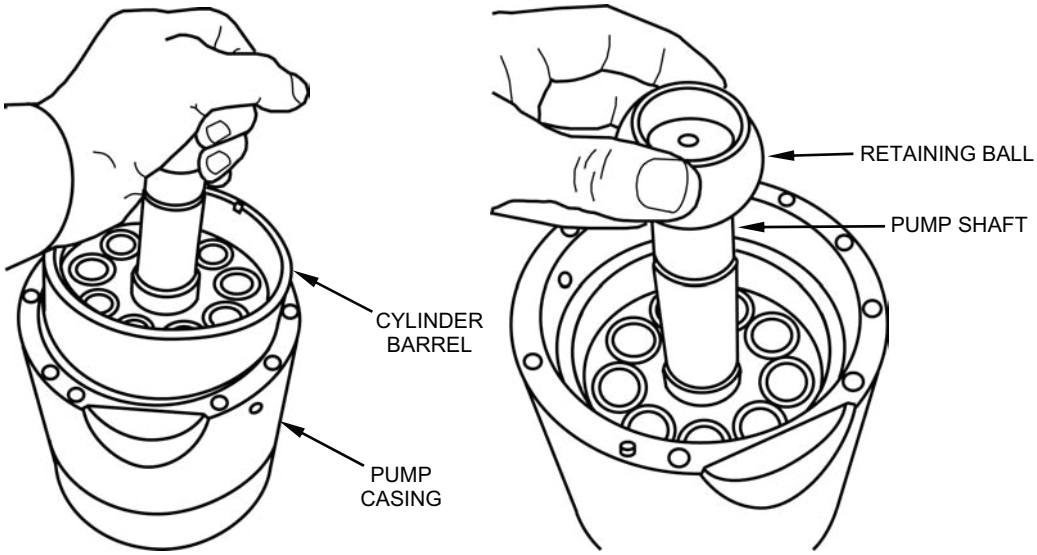

Figure 33. Installing the Cylinder Barrel and Retaining Ball.
e. Carefully slide the cylinder barrel into the pump casing (see Figure 33).
f. Slide the retaining ball onto the pump shaft (see Figure 33).